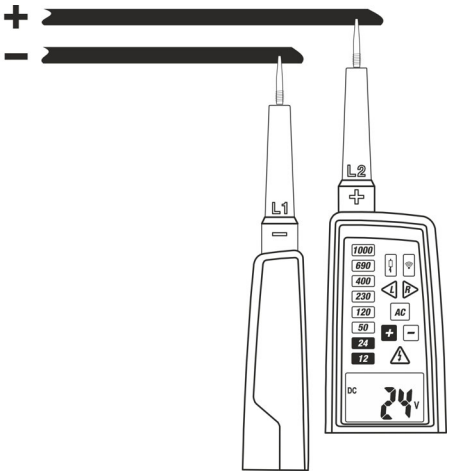

Abb. 4: DC Spannungsmessung
2. Verbinden Sie die Prüfspitzen **L1** und **L2** mit der zu messenden Quelle (siehe Abb. 4). Die Messung wird **nur mit Kontakt zwischen den Prüfspitzen und den Metallteilen der Leiter** durchgeführt.
4. Wenn die LED “-” leuchtet, hat die gemessene Spannung die umgekehrte Polarität als diejenige der Verbindung in der Abb. 4